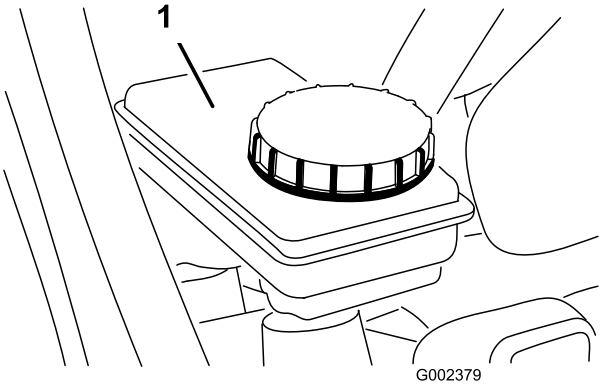

Figuur 21
2. Het vloeistofpeil moet tot aan de Vol-streep op het reservoir staan (Figuur 21).